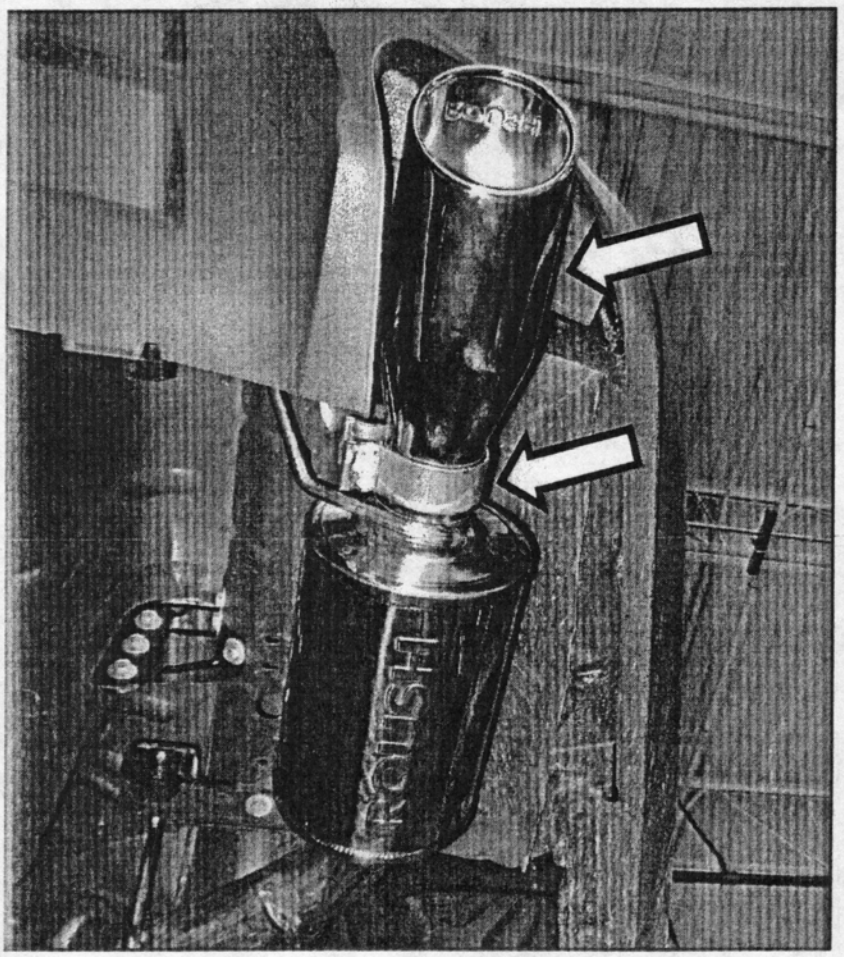

**Figure 7**
6. Install the exhaust tips and clamps onto the muffler assemblies as shown in Figure 7.